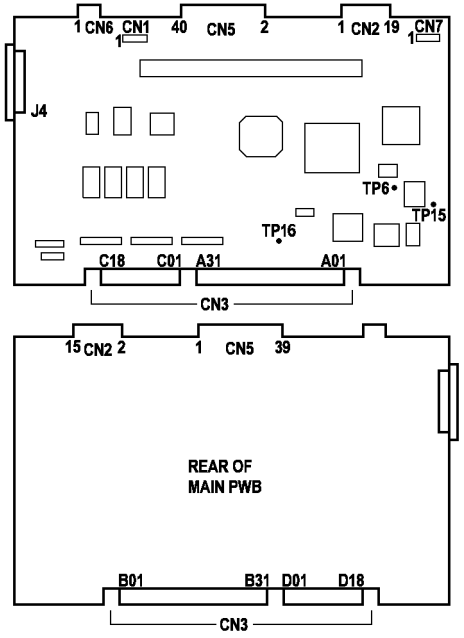

Рисунок 10 Главная PWB
Измерьте напряжение на контакте CN3-A14 и A15 главной PWB (Рисунок 10) и включите аппарат. **Напряжение равно +24В.**
- Измеряя напряжение на контакте TP 15 главной PWB (Рисунок 10), включите аппарат.
- Измеряя напряжение на контакте CN5-2 главной PWB (Рисунок 10), включите аппарат.